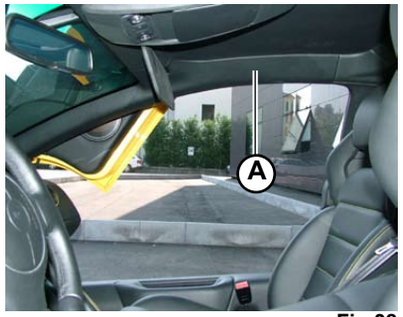
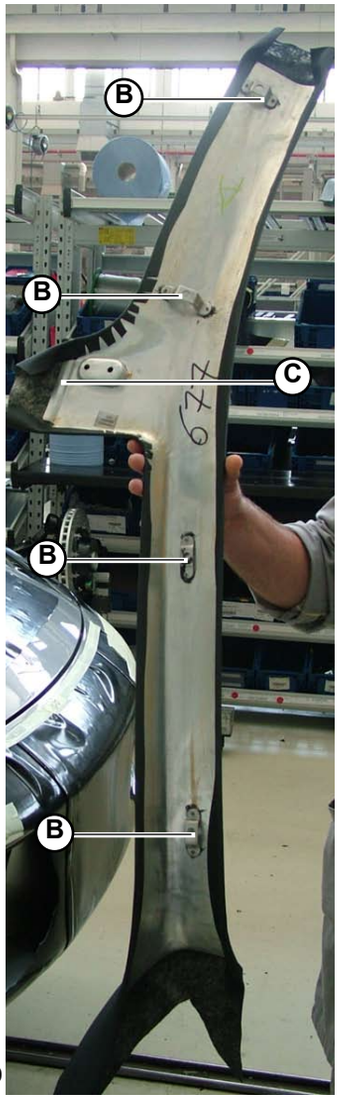

Fig.38
Fig.39
1. Exert pressure on the surface of pillar A (**A-Fig.38**) to insert the 4 finned anchors (**B-Fig.39**) into their housings and to insert the slot (**C-Fig.39**) into its coupling.